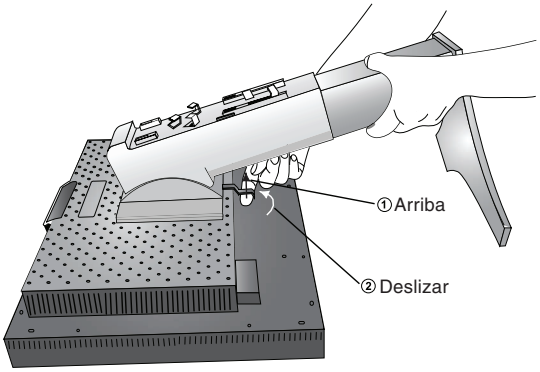

Figura S.2
4. Coloque una mano alrededor de la base y otra en la palanca de aflojamiento rápido. Mueva la palanca de aflojamiento rápido en la dirección indicada por las flechas (**figura S.2**).